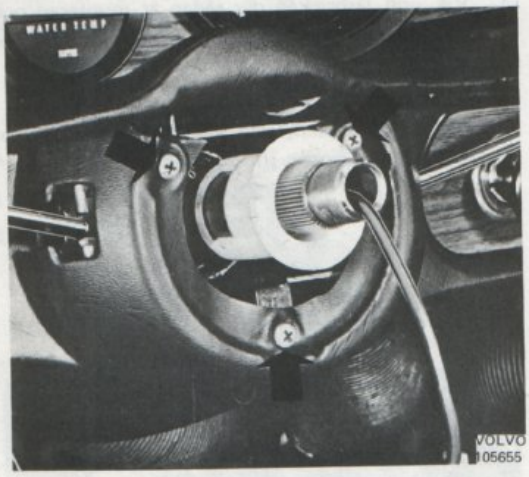

Bild 149. Borttagning av kåpa
5. Ta bort skruvarna som håller fast kåpan över omkopplaren, bild 149.